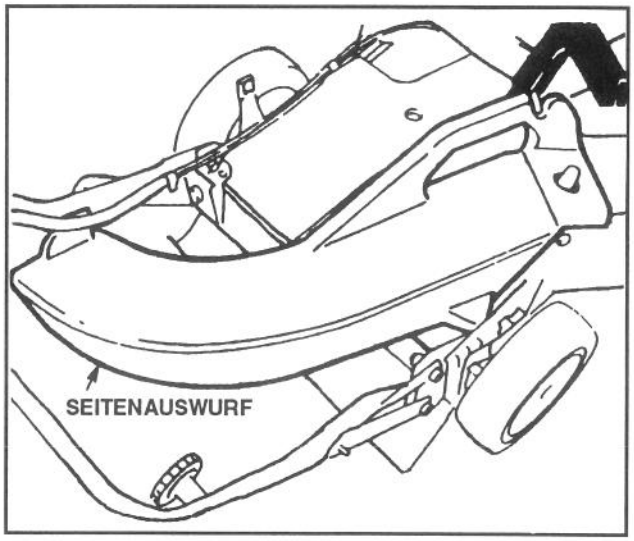

Abb. 29
1. **Seitlicher Auswurf, Modell-Nr. 59110** – In wenigen Sekunden zu montieren. Er wird hinten anstelle des Grasfangsacks montiert und verteilt Grasreste, während Sie auf beiden Seiten nachschneiden (Abb. 29).